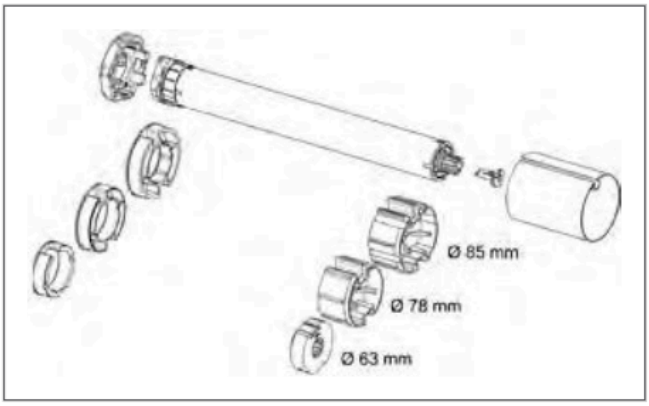

Bild 1: Beispiele für verschiedene Wellengrößen
1. Laufring und Kupplung entsprechend der Wellengröße festlegen (Bild 1).